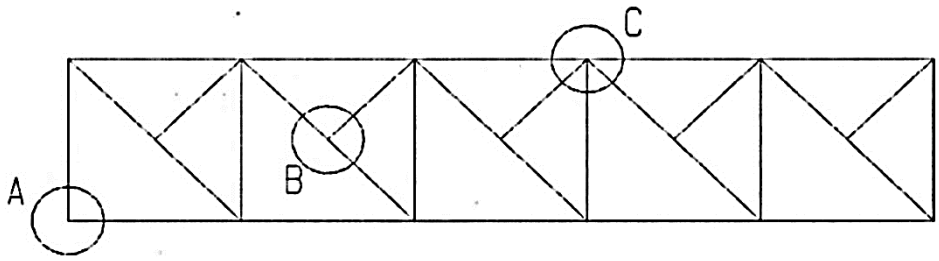

FIGUUR 3
3.1 Verwys na FIGUUR 3, DIAGRAMBLAD 3 (aangeheg), en teken volgens skaal 1:5 tipiese detail van elk van die volgende: